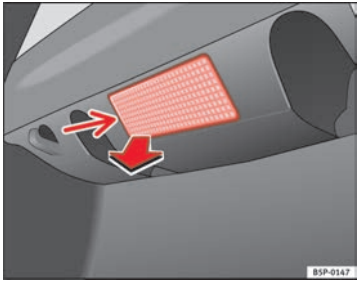

Fig. 176 Luggage compartment light
– Remove the bulb by pressing on the inside edge of this -arrow- using the flat side of a screwdriver ⇒ fig. 176.